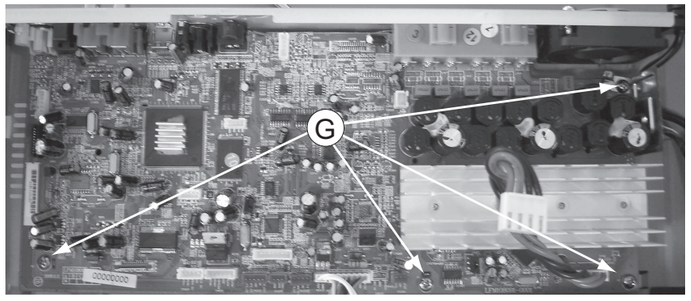

Figure 11
1) Loosen 4 screws “G” on the top of Main Board as shown in figure 11.